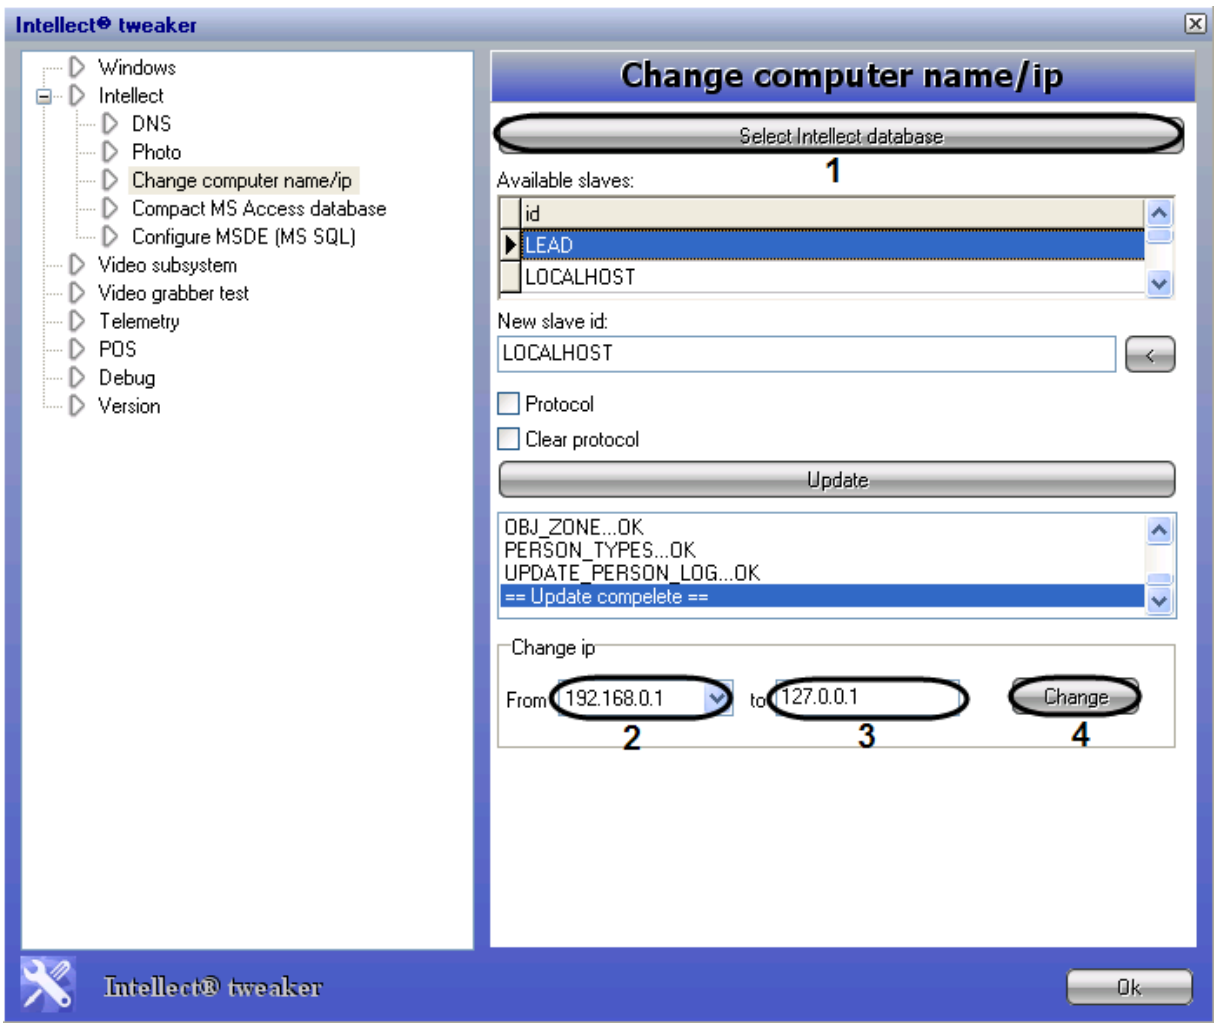

Figure 12.3-21. Replacing an IP-address in the database
To change the IP-address in the configuration database, do the following (Figure 12.3-21):
1. Do steps 1-4 of the previous instructions (Figure 12.3-21, 1).
2. Select the IP-address to be replaced from the From drop-down list (Figure 12.3-21, 2).
3. Enter a new IP-address into the To field, or leave the default LOCALHOST value (Figure 12.3-21, 3).
4. Click the Change button (Figure 12.3-21, 4).